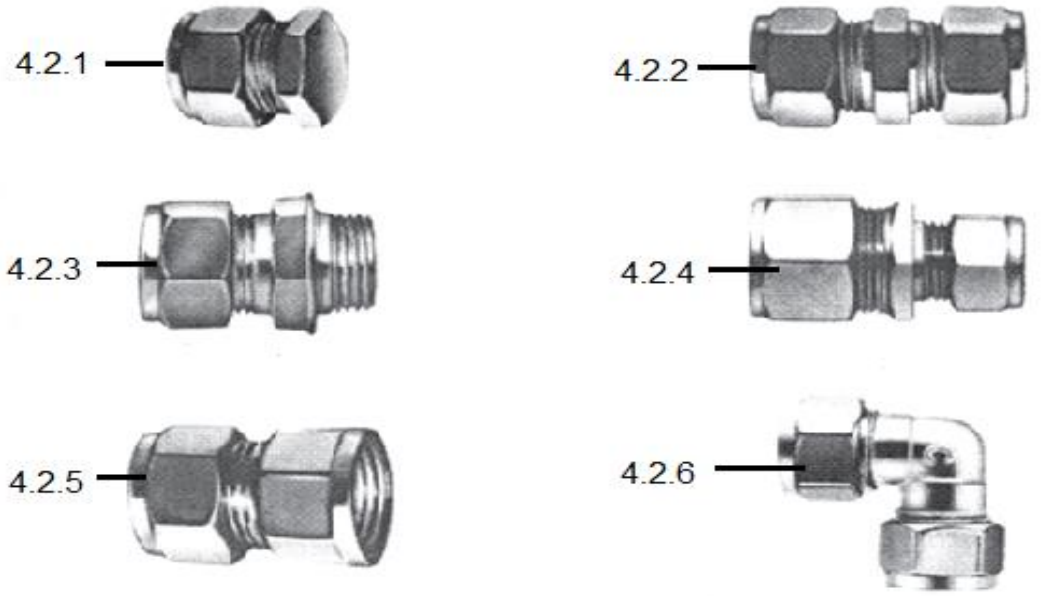

FIGURE 1 (6)
4.2 The sketches in FIGURE 1 below illustrate SIX compression type fittings associated with copper pipes. Write only the correct name of each fitting next to the question number (4.2.1–4.2.6) in the ANSWER BOOK.